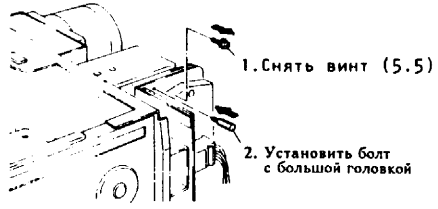

Рис.5. Замена резьбовой шпильки.
(11) Установить резьбовую шпильку из комплекта на место винта 5,5 на плате двигателя каретки лампы (рис.5). (Не выбрасывайте снятые винты. Используйте их для машин 5026,300 в шаге (33).